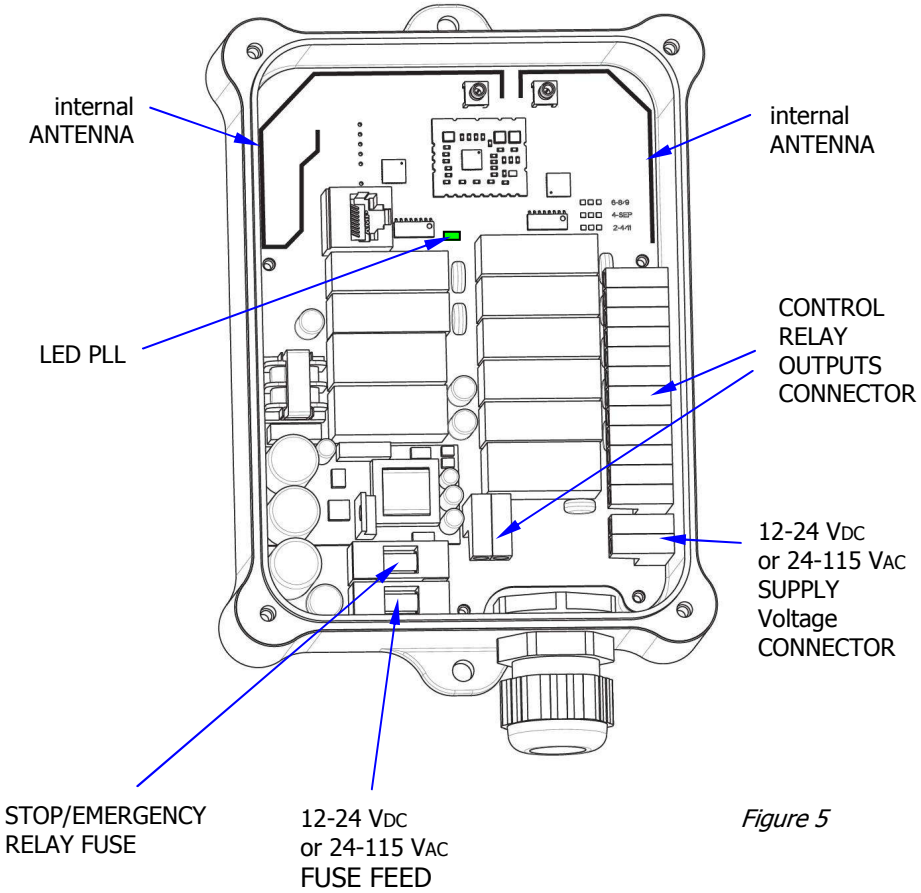

Figure 5
- In the receiver, check that the green LED PLL is blinking (see Fig. 5, 7, 9) indicating that waiting status of the radio signal.